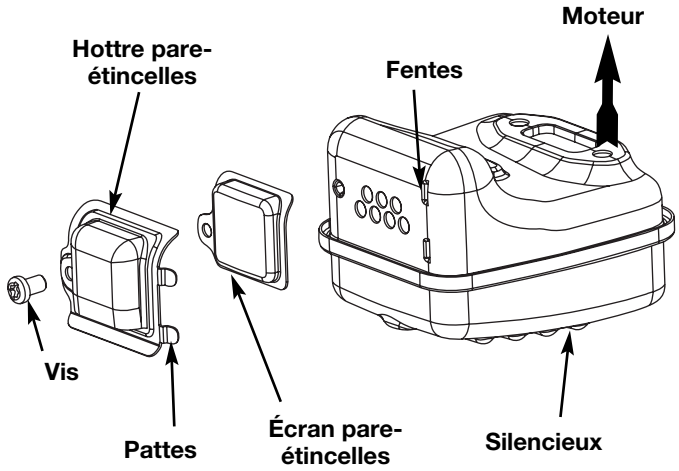

Fig. 26
2. Situez le pot d'échappement sans le retirer. Trouvez le vis sur la partie inférieure du pot d'échappement (Fig. 26.) Retirez le vis en vous servant soit d'un tournevis torx #20 ou d'un tournevis plat.